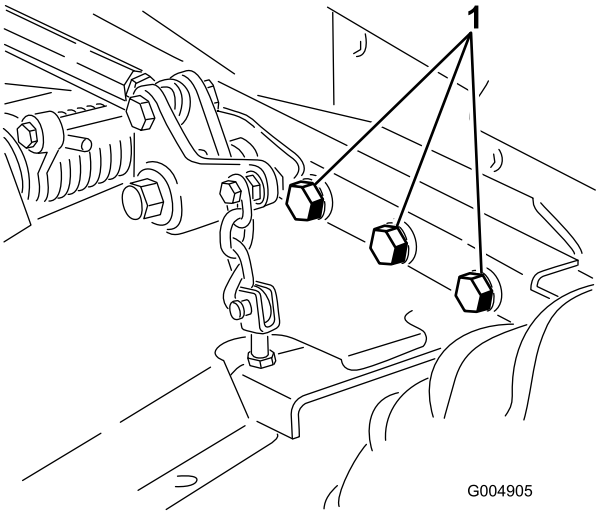

**Figur 66**
4. Kontroller, at der ikke er løse dele, som skal være fastspændte, og efterspænd dem om nødvendigt. Spænd især de seks bolte, der fastgør plæneklipperskjoldets ramme til traktionsenheden (Figur 66) med et moment på 359 Nm.